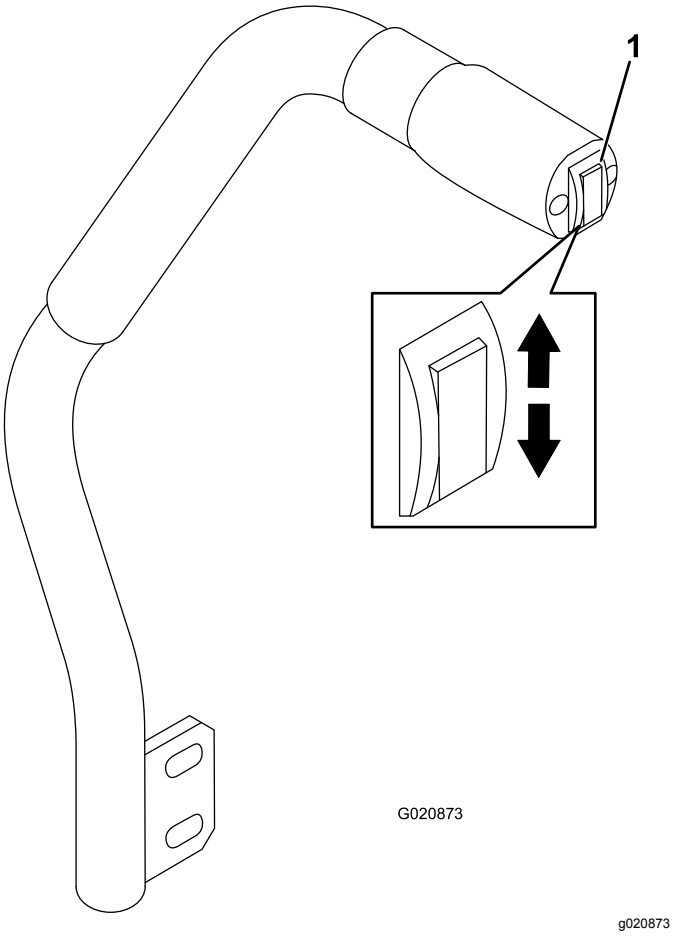

Figur 22
Skjoldets løftekontakt hæver og sænker klippeenheden (Figur 22). Motoren skal køre, for at du kan bruge dette greb.
- Tryk skjoldets løftekontakt ned for at sænke klippeenheden (Figur 22).
- Tryk skjoldets løftekontakt op for at hæve plæneklipperskjoldet (Figur 22).
1. Mens motoren er i gang, skal du trykke skjoldets løftekontakt opad, indtil klippeenheden er hævet helt. **Slip kontakten straks derefter** (Figur 22).